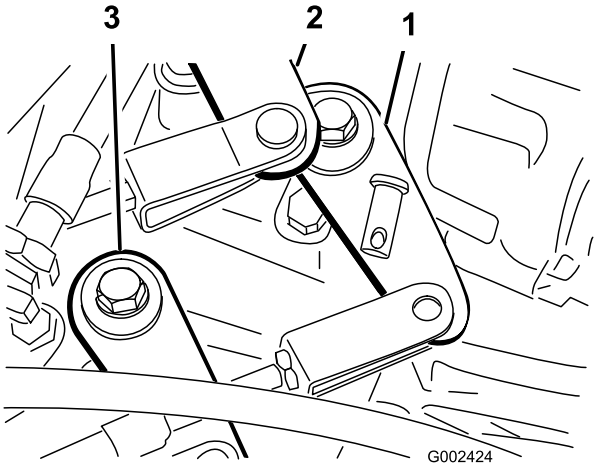

Figur 52
2. Ta bort de sprintbultar som fäster växelvajrarna på växellådans växlingsarmar (Figur 52).
1. Ta bort den sprintbult som fäster hög-/lågväxelvajern vid växellådan (Figur 52).